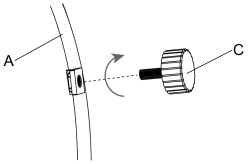

Abbildung 1
2. Legen Sie den Feuertisch (A) mit Hilfe einer anderen Person vorsichtig seitlich auf eine nicht scheuernde ebene Fläche, um Kratzer zu vermeiden, überprüfen Sie die vier Ecken am Boden des Feuertischs, richten Sie dann den Fußgleiter (C) mit dem Schraubenloch aus und schrauben Sie ihn im Uhrzeigersinn fest (siehe Abbildung 1).